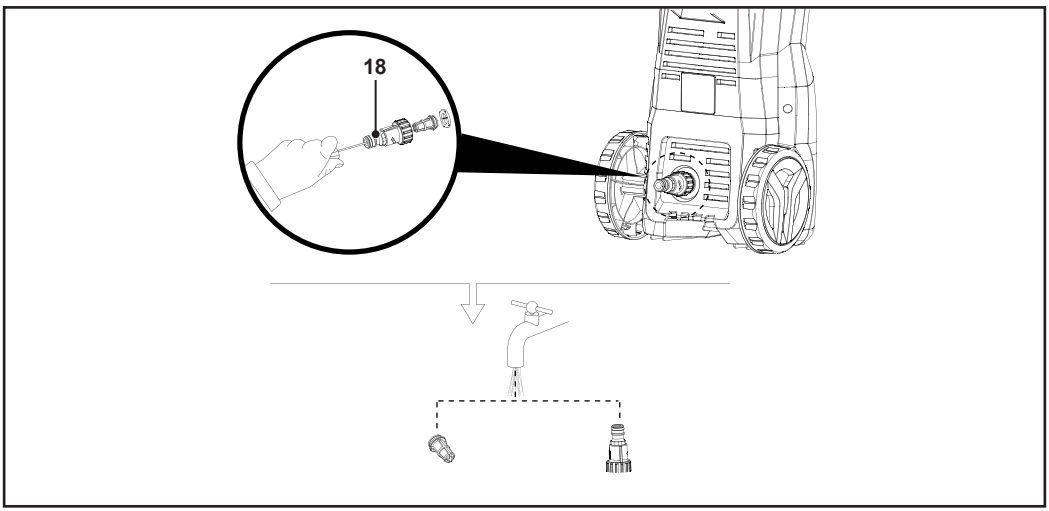

Fig. 13
1. Desmonte la junta y el filtro de entrada del conector de entrada de agua (18) (Fig. 13).
2. Enjuague el filtro de entrada y el conector de entrada de agua (18) con agua limpia (Fig. 13).
3. Después de la limpieza, vuelva a colocar correctamente el filtro de entrada y la junta en el conector de entrada de agua (18).